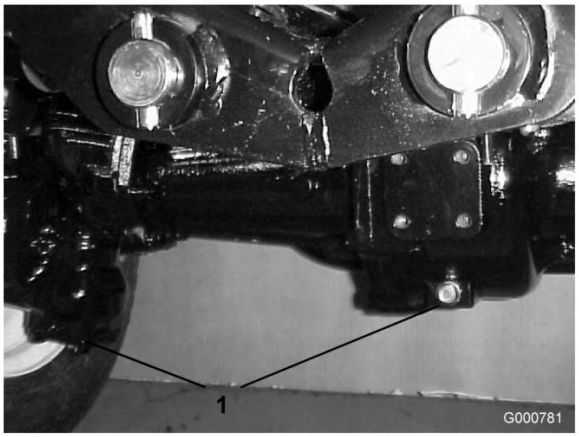

Bild 57
2. Reinigen Sie den Bereich um die drei Ablassschrauben, d. h. jeweils eine an beiden Enden und eine in der Mitte (Bild 57).